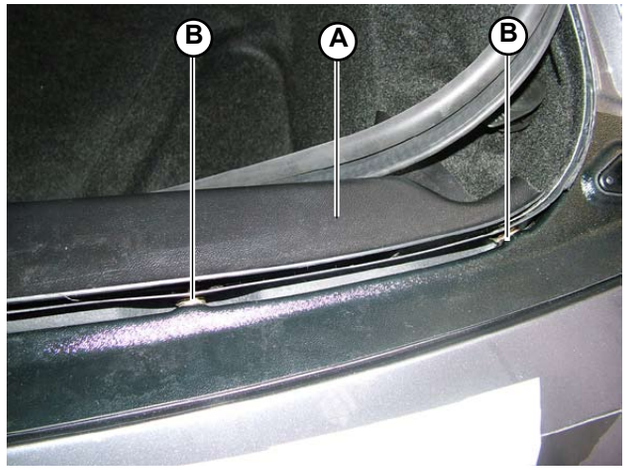

Fig.8
2. Position the cover (**A-Fig.8**) flush with the body and ensure it adheres securely to the butyl.
3. Position the shims (**B.Fig.8**) to ensure the cover is fixed securely and flush with the body.